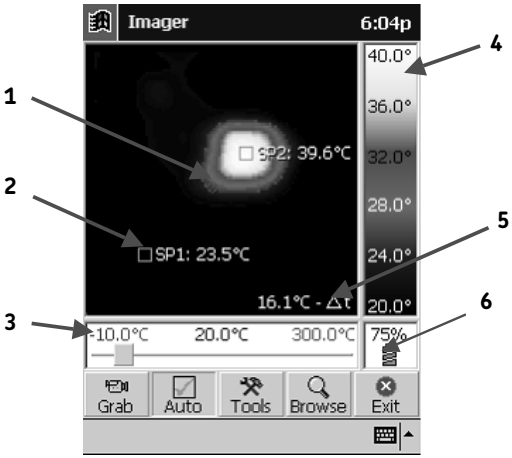

Figure 4: Screenshot of SKF TMTI 300 Imager 'Pocket PC' Software
The laser pointer illuminates the area of the scene that is viewed by the "default" temperature measurement pixel. This is the central point on the 'Pocket PC' display, which is indicated by a red circle in **Figures 4**.
8. 2nd Element – The user can select whether to have the second (SP2) temperature cursor displayed on the screen. see Figure 4.
c. Kelvin (K)